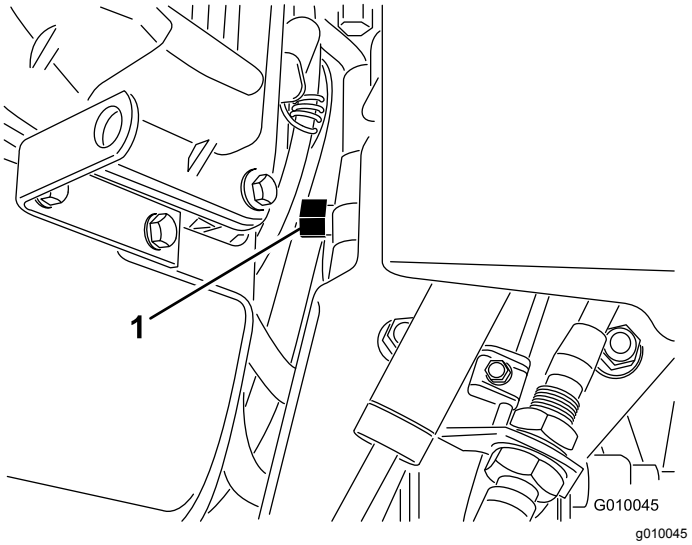

Figur 31
2. Find omløbsventilen mellem motoren og den hydrostatiske pumpe (Figur 31).
3. Drej omløbsventilen en omgang mod uret med en skruenøgle på ⅝ tommer. Derved får hydraulikvæsken mulighed for at løbe uden om pumpen, hvilket gør hjulene i stand til at dreje (Figur 31).
5. Drej omløbsventilen en omgang med uret for at betjene dybdelufteren igen (Figur 31).